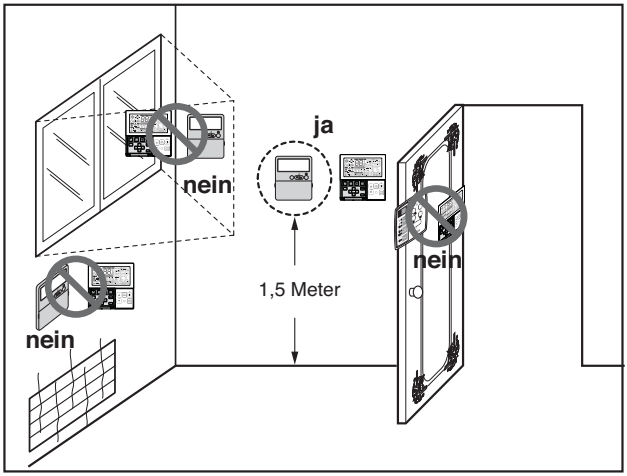

Abb. 1, Typische Montageorte für die Fernbedienung
- Diese Fernbedienung besitzt eine LED-Anzeige mit sieben Segmenten. Zur korrekten Darstellung der LEDs auf der Fernbedienung sollte diese ordnungsgemäß montiert werden (s. Abb. 1).(Die normale Höhe beträgt 1,2 bis 1,5 m über dem Boden)
- Bei Geräten mit einer Leistung von über 48 kBtu/h können die Rohrleitungen in vier Richtungen verlegt werden (siehe Abbildung 1).
<Abbildung 1>